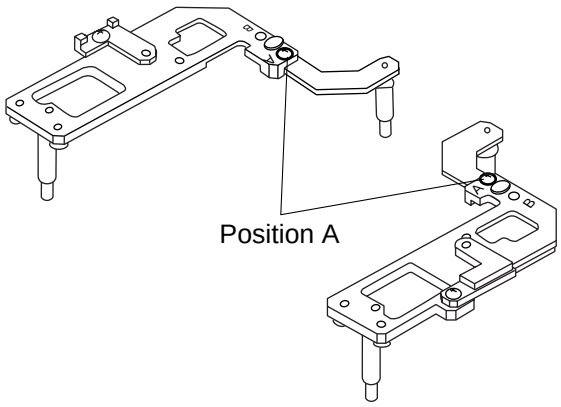

Figure 3-408
3) Extend the arm accommodated by the main frame unit it butts against the stopper as in Figure 3-408.